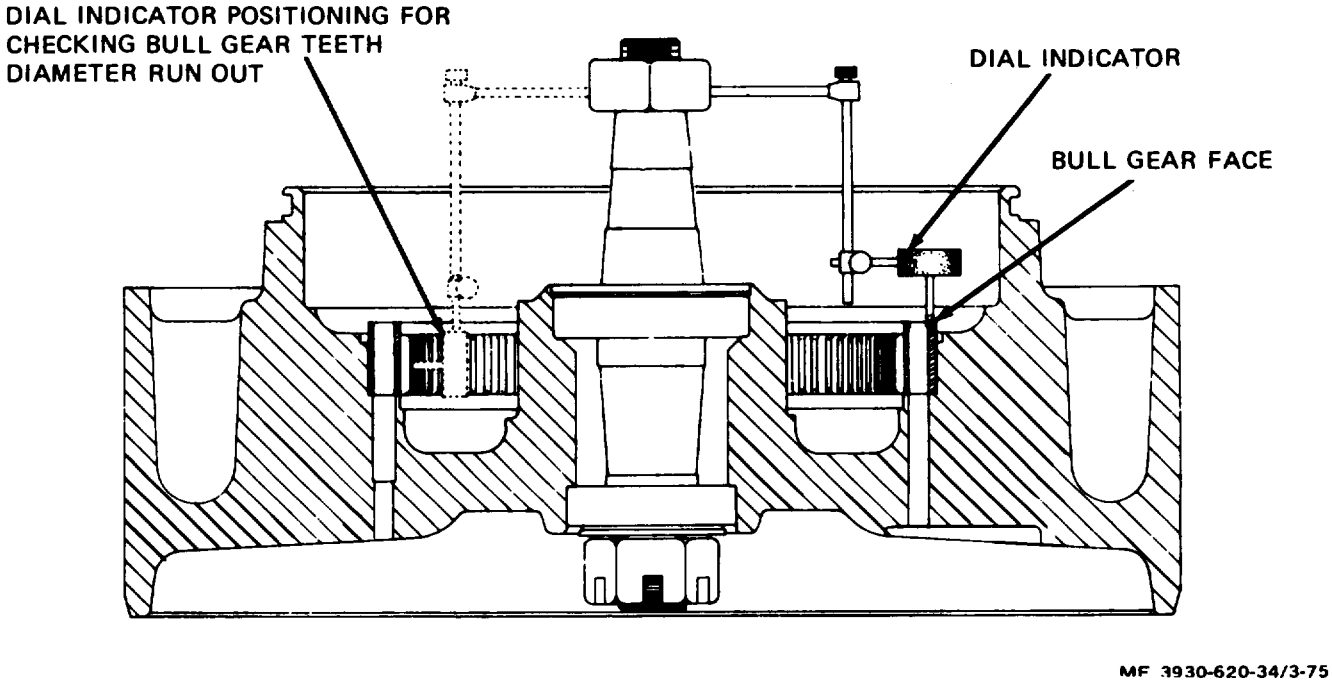
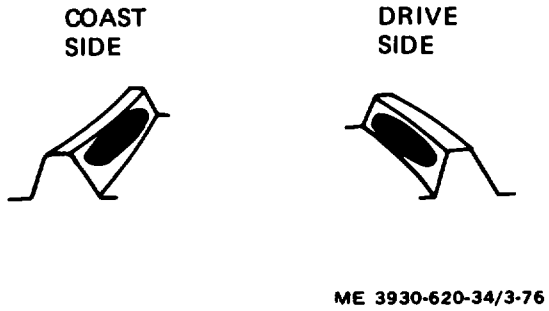
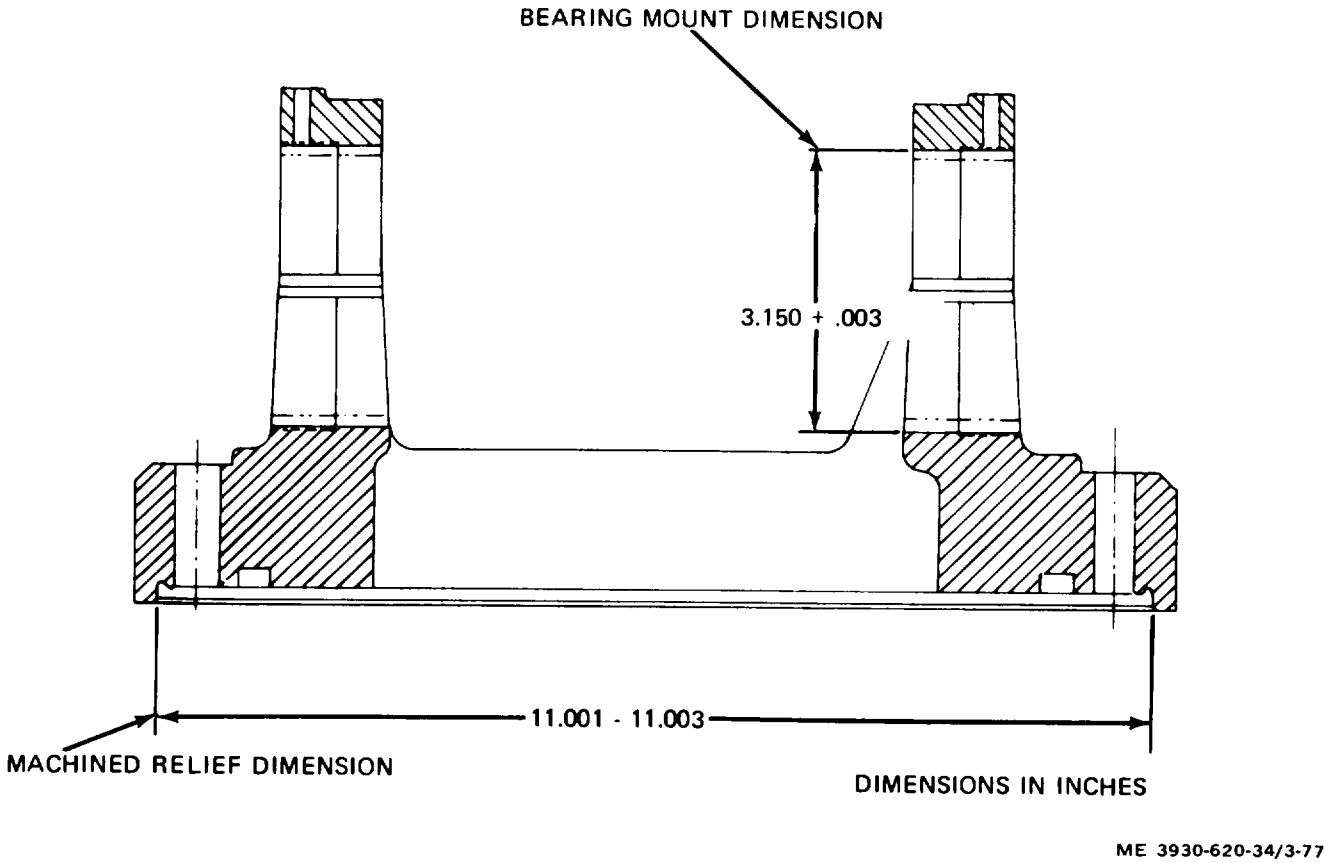

Figure 3-75. Checking bull gear teeth and face runout.
Figure 3-76. Proper tooth contact pattern.
Figure 3-77. Differential carrier dimensions.
(31) If noise level is reduced, check flatness of axle and frame mounting pads.
(32) Check each mounting pad on drive axle and frame for flatness and squareness.
(33) Place a straight bar stock across drive axle pads and check for parallelness.
(34) Insure that mounting pads are parallel with each other and on the same horizontal plane.
(35) Repeat steps (32) through (34) for frame mounting pads.
(36) Check screws securing drive motor flange to differential carrier and drive axle housing to carrier.
(37) If any bolts require tightening, operate drive motor and check for change in noise level.
(38) If noise level remains the same, remove drive wheel from drive axle housing.
(39) Install drive wheel and bearings on spindle.
(40) Mount a dial indicator on the spindle.
(41) Check run out of bull gear face and inside diameter of bull gear teeth. (fig. 3-75.)
(42) Insure that run out on bull gear face does not exceed 0.010 inch.
(43) Insure that run out on inside diameter of bull gear teeth does not exceed 0.005 inch.
(44) If run out of bull gear face and inside diameter of bull gear teeth are within allowable limits. remove mast. drain differential, and remove differential cover.
(45) Operate drive motor and check noise level.
(46) Mount a dial indicator on differential carrier.
(47) Check backlash between ring and pinion gears at four positions (90 degrees apart).
(48) Insure that backlash is between 0.005 and 0.010 inch or as etched on pinion gear face.
(49) If backlash setting is adjusted, check noise level.
(50) If noise level is not reduced after backlash setting is adjusted, reset backlash at several settings within the range.
(51) Set backlash at lowest noise level within the range.
(52) If noise level does not change after backlash adjustment, check ring and pinion gear tooth contact.
(53) Apply a coat of red lead, white lead, or prussian blue to ring gear teeth.
(54) Rotate ring gear slowly until a good tooth contact pattern is made in ring gear tooth coating.
(55) Adjust tooth contact pattern as indicated in figure 3-76 by shimming.
(56) Recheck backlash if tooth contact pattern has been adjusted.
(57) Check clearance between pinion gear face and differential case.
(58) Insure that clearance is 0.156 -0.002 inch.
(59) Add or remove shims between drive motor mounting flange and differential carrier, as required. (para 3-47e (16) (a).)
(60) Check noise level after shimming pinion gear.